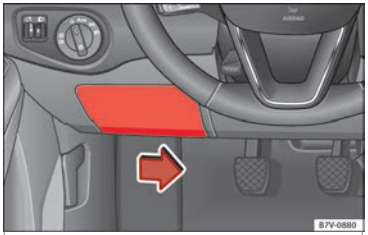

Fig. 59 On the driver-side dash panel: fuse box cover
- To remove the cover, move the activation lever in the lower part to the right ››› **Fig. 59**.